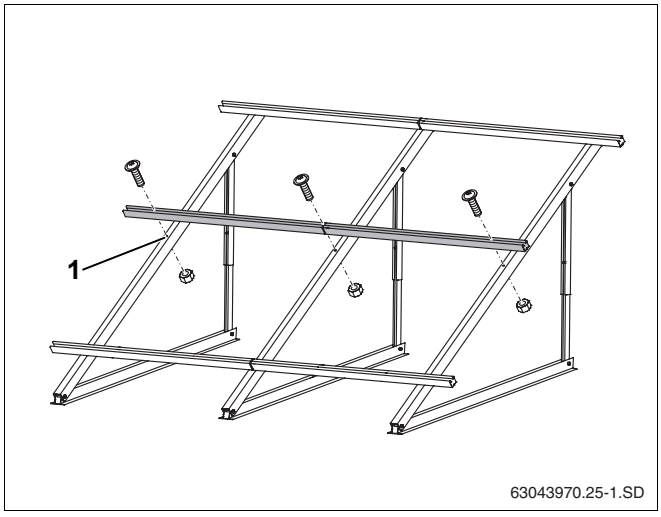

Rys. 35 Montaż dodatkowych szyn profilowanych
- Dodatkowe szyny profilowane zamocować w sposób opisany w rozdział 5.5.2 "Montaż szyn profilowanych" w środkowym otworze profilu (rys. 35, **poz. 1**).